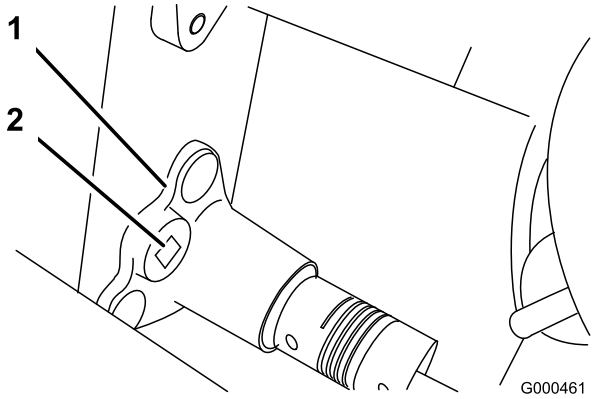

Figure 43
B. À l'aide d'une clé dynamométrique de 3/8 pouce, tournez le logement de roulement à un couple de 4 à 4,5 Nm pour obtenir la tension voulue (Figure 43).